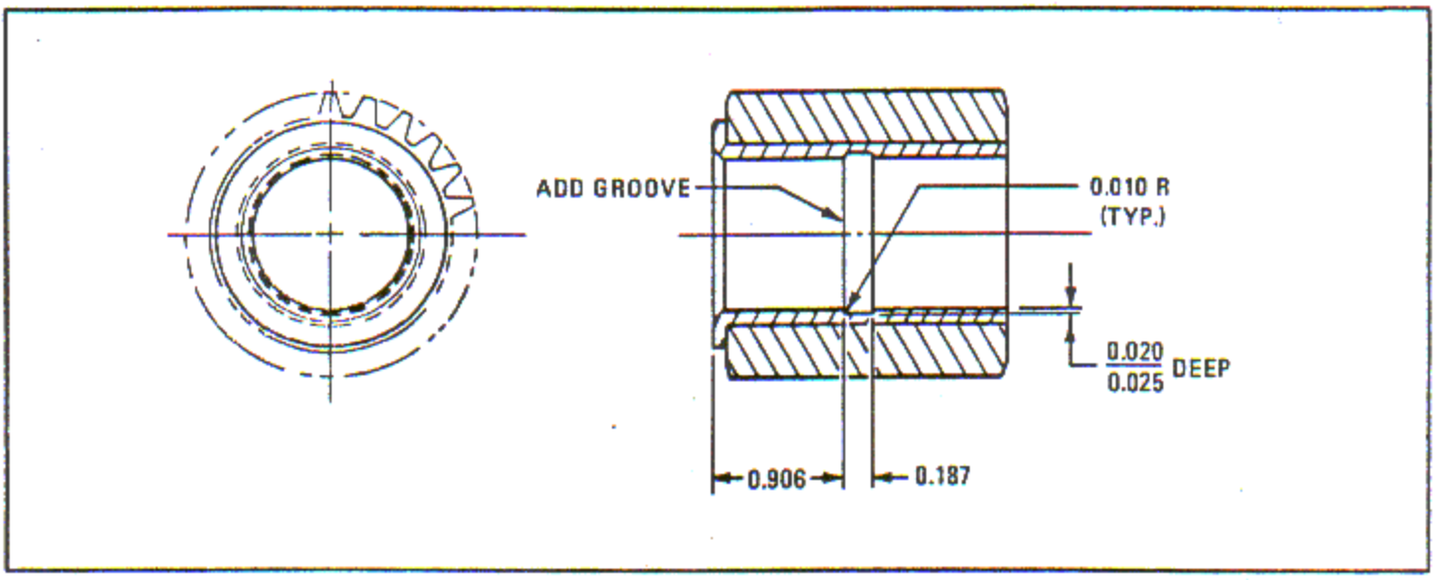

Figure 6-218. Reworking Supercharger Impeller Drive Pinion Gear Bushing
a. Machine an annular groove in accordance with figure 6-218.